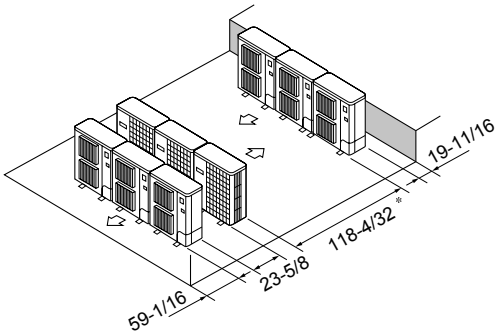

Fig. 3-16
⑥ Disposición en paralelo de varias unidades (Fig. 3-16)